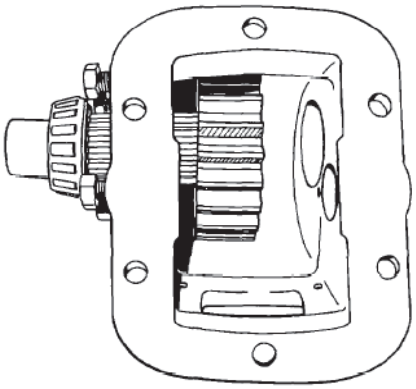

Figure 4 Installing Drive Shaft and Gear
h. Feed the drive shaft into the housing and through the drive gear (Figure 4).